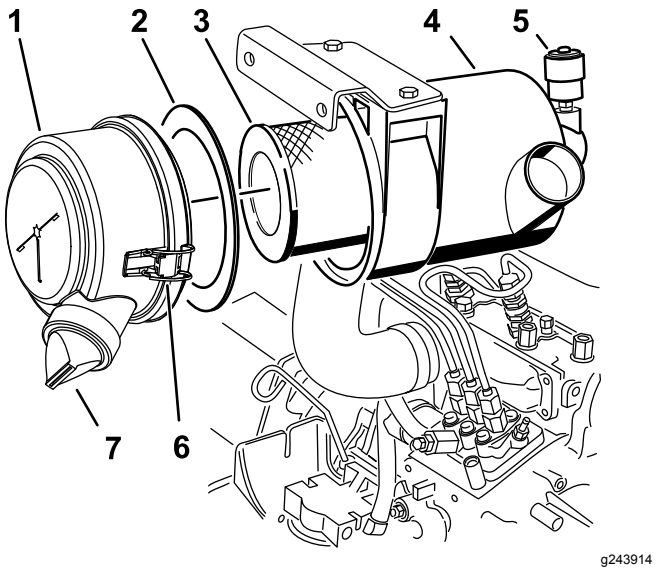

Rysunek 31
3. Serwisowanie filtra powietrza (Rysunek 31).